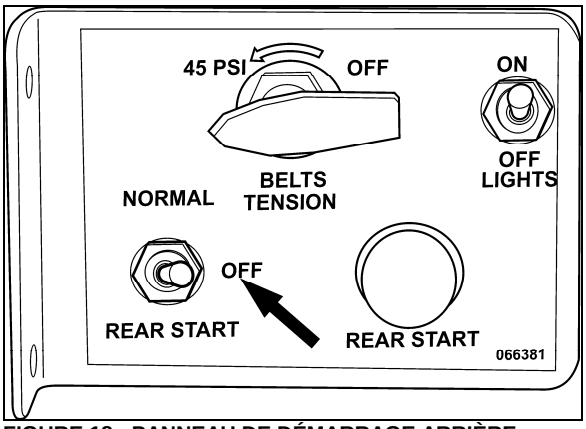

FIGURE 18 : PANNEAU DE DÉMARRAGE ARRIÈRE
3. Mettre le commutateur de démarrage à la position d'arrêt (OFF) (Figure 18).